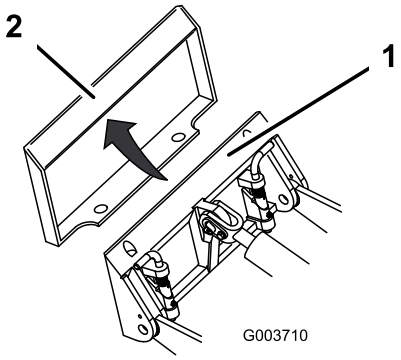

Rysunek 32
4. Umieść płytę montażową na górnej krawędzi płyty odbiornika osprzętu (Rysunek 32).